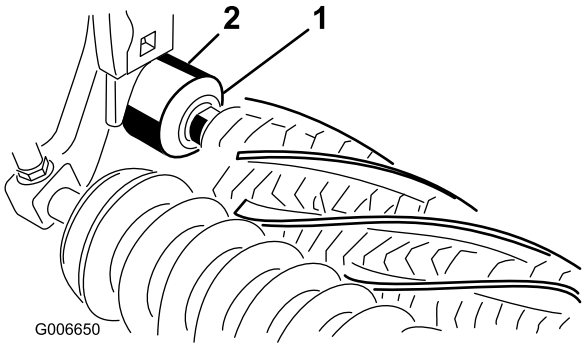

Figur 10
19. Kontroller at pakningskanten på hver pakning er i lett kontakt med hvert lagerhus (Figur 10).